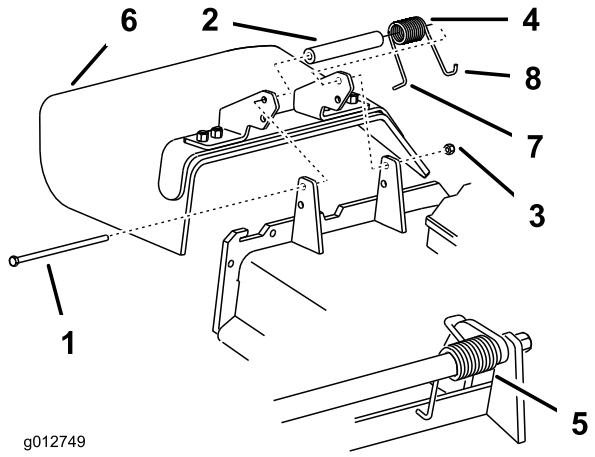

Bild 88
1. Entfernen Sie die Sicherungsmutter, Schraube, Feder und das Distanzstück, mit denen das Ablenkblech an den Drehhalterungen befestigt ist (Bild 88). Entfernen Sie defekte oder abgenutzte Ablenkbleche.
Hinweis: Achten Sie darauf, dass das **L**-förmige Federende hinter der Mähwerkkante installiert wird, bevor Sie die Schraube wie in Bild 88 gezeigt einsetzen.
3. Setzen Sie die Schraube und Mutter ein. Führen Sie das **J**-förmige Hakenende der Feder um das Ablenkblech (Bild 88).